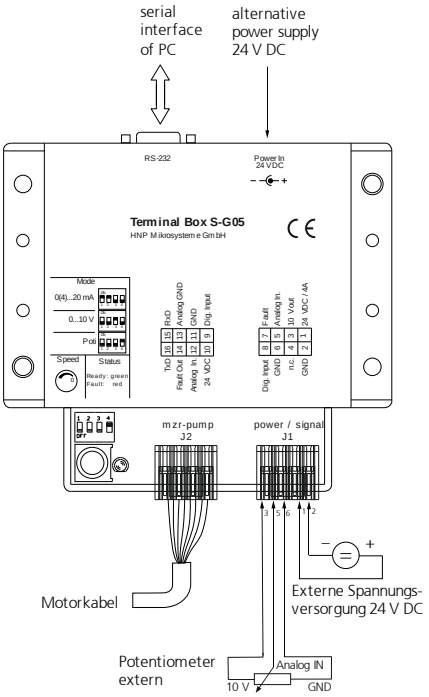

Bild 19 Betrieb über externes Potentiometer
3. Schließen Sie das externe Potemntiometer an die Anschlussklemmen »AnalogIn«, »10 V« und »GND« an das S-G05 an. (siehe Bild 19)